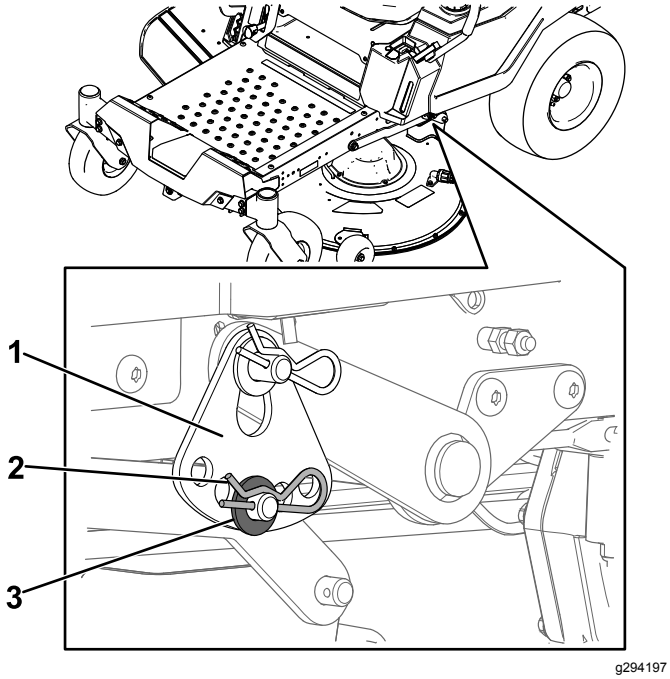

Figur 66
6. Fjern låseclipsen og spændeskiven fra løftearmens nederste drejetap (Figur 66).